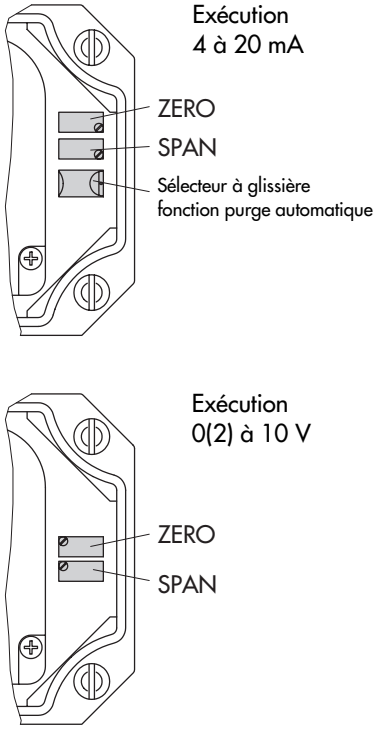

Fig. 5 · Potentiomètres sur le boîtier
4 Pour l'exécution 4 à 20 mA, supprimer la fonction de purge électronique par le commutateur (5) (voir fig. 5).